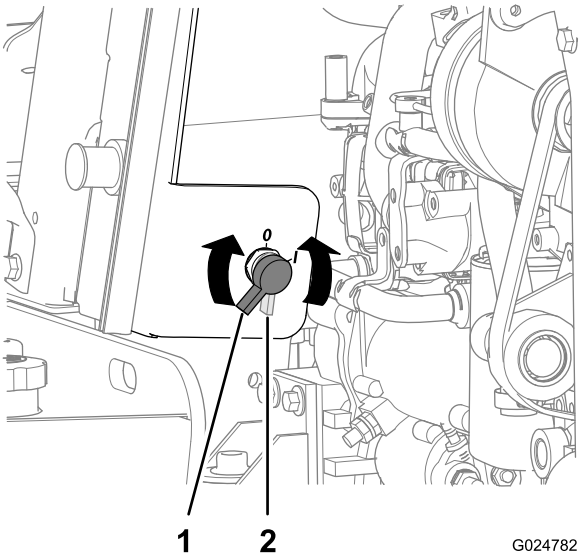

Figure 79
2. Connect the positive lead of the battery charger to the positive-battery post (Figure 79).
2. Rotate the battery-disconnect switch counterclockwise to the Off position (Figure 79).
8. Rotate the battery-disconnect switch clockwise to the On position (Figure 79).